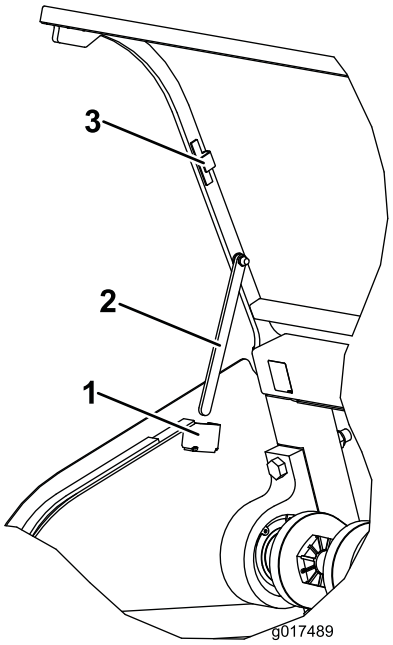

**Figur 34**
3. Fäll ned stöttorna från de magnetiska förvaringsfästena och infoga dem i sina fästen på bägge sidor av huven (Figur 34).